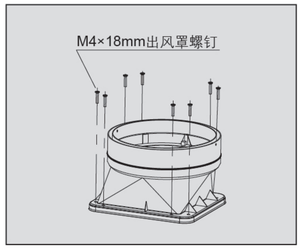

图2
4. 如图2所示，用8颗M4×18mm出风罩螺钉将出风罩及密封圈固定在主机顶部上。